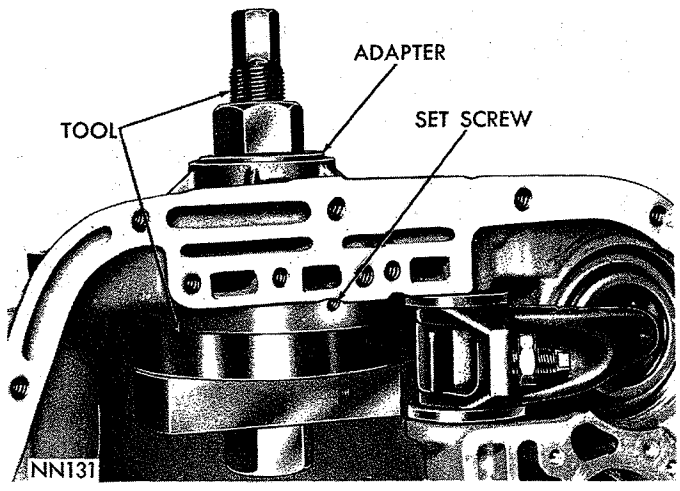

*Fig. 101—Installing Overrunning Clutch Cam (A-727-A and B)*
(6) Install Tool C-3863 and Adapter SP-5124 as shown in Figure 101, tighten nut on tool to seat cam into the case. Make sure cam is firmly bottomed, then install cam retaining set screw. Stake the case around set screw to prevent it coming loose.